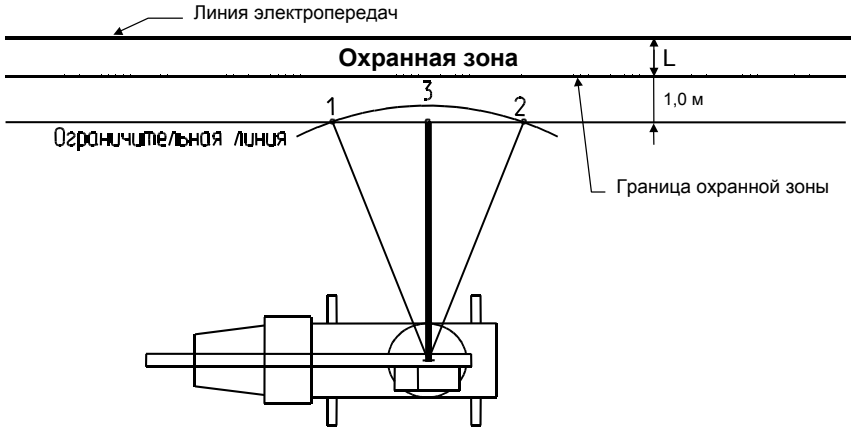

Рисунок 16 - Ввод ограничения **СТЕНА**
7.3.6.1.1 Ввод ограничения **СТЕНА** вести в следующей последовательности (см. рисунок 16).